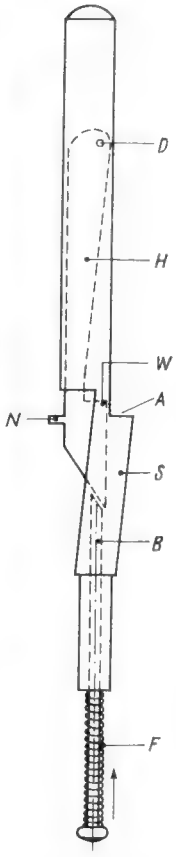

Bild 2. Die Plattenspindel
Der Abwurfmechanismus ist in das Innere der aufsteckbaren Zentrierspindel verlegt. Die unterste Platte des Stapels ruht auf der Auflage A **(Bild 2)** und auf der Nase N des um D drehbaren Hebels H. Die Spindel ist nämlich geschlitzt, und in dem so entstandenen etwa 3 mm breiten Spalt konnte außer H auch noch der Steuerbolzen B untergebracht werden. Im Augenblick des Wechselvorganges drückt durch die hohle Tellerachse ein Stift nach oben, der den federnd (F) gelagerten Bolzen B nach oben bewegt. Der schräge Anschliff von B schiebt H nach rechts, so daß die Abwurfkante W des Hebels H die unterste Platte über A hinausschiebt. Diese Platte fällt dann auf den Plattenteller herunter, wobei sie durch den Spindelteil S in ihrem Mittelloch geführt wird.